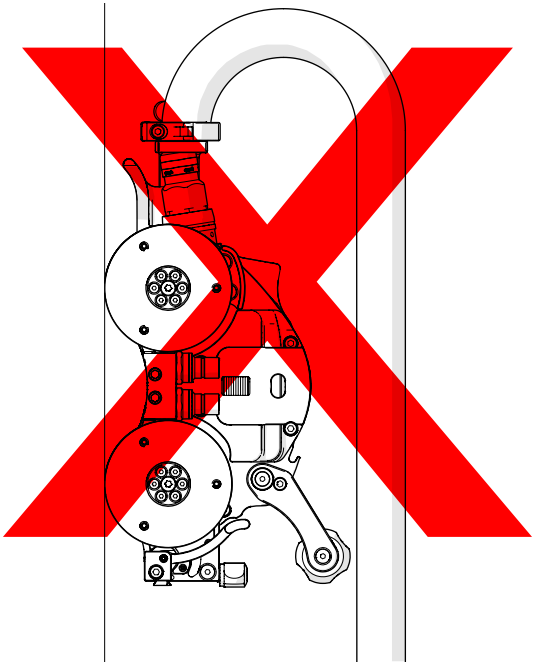

Fig. 85 - Incorrect umbilical use
WARNING! FALLING OBJECT HAZARD. or operating at heights greater than 2 m *(6 ft)*, ensure the umbilical strain relief never points upwards as shown in *(Fig. 85)*. The crawler could fall. **SEVERE INJURY** or **DEATH** could result.
3. Ensure the umbilical strain relief never points downwards during operation *(Fig. 85)*.